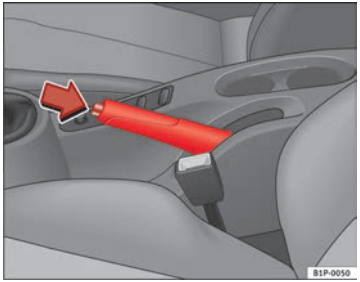

Fig. 129 Handbrake between the front seats
– Pull the handbrake lever up firmly ⇒ fig. 129.
– Pull the lever up slightly and press the release knob in the direction of the arrow ⇒ fig. 129 and guide the handbrake lever down fully ⇒ ⚠.